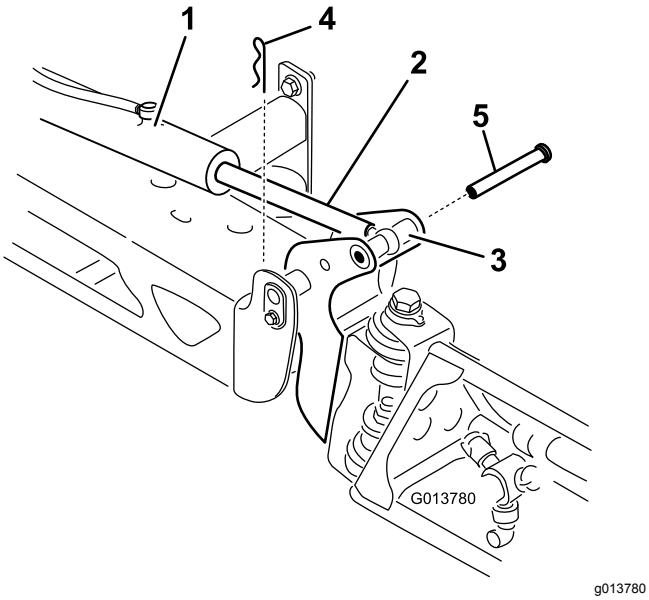

Figur 96
2. Fjern splitten fra drejetappen (Figur 96).
3. Løft op på bommen, fjern splitten (Figur 96), og sænk langsomt bommen ned på jorden.
9. Mens du holder bommen, skal du føre stiften gennem bommens drejetap og aktuatorstangen (Figur 96).